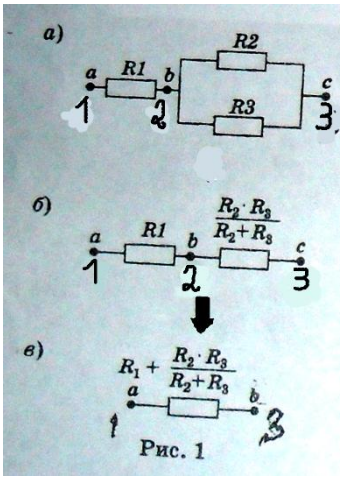

Рис. 1
Учитывая, что сопротивления R_1 и эквивалентное сопротивление R_{23} соединены последовательно (рис. 1, б), а общее сопротивление цепи между точками 1 и 3 (рис. 1, в) может быть найдено по формуле:
1. Начертите схему электрической цепи, изображенной на рис.1.